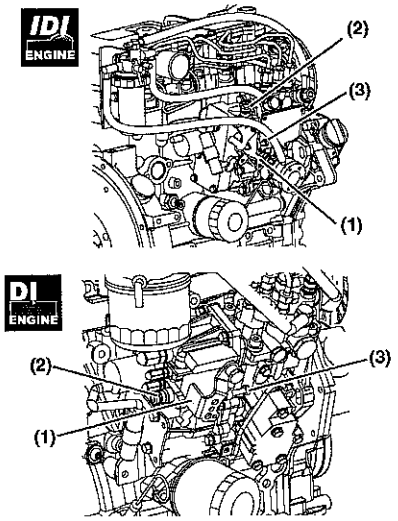

Figura 12
1. Verificare che la leva del regolatore **(Figura 12, (1))** sia saldamente in contatto con l'arresto per la velocità massima **(Figura 12,** (2)) e la vite di limitazione della velocità minima **(Figura 12,** (3)) quando il controllo di velocità del motore si trova nelle posizioni di massimo o minimo.